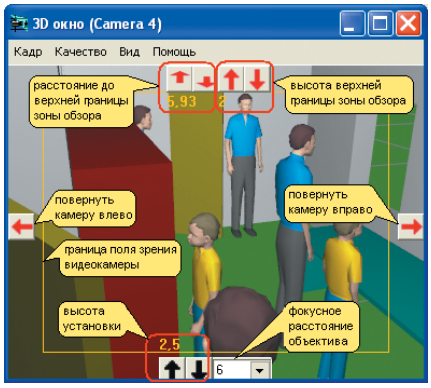

Рис. 17. Рамка PTZH в 3D-окне
2. В главном меню 3D-окна отметить пункт **Вид>Рамка PTZH**. В результате поле зрения в 3D-окне расширится, область действительного поля зрения будет ограничена оранжевой рамкой. По краям изображения появятся кнопки, пользуясь которыми можно менять положение телекамеры подобно поворотной телекамере, фокусное расстояние объектива и высоту установки. Текущие значения параметров отобразятся рядом с кнопками (Рис. 17).